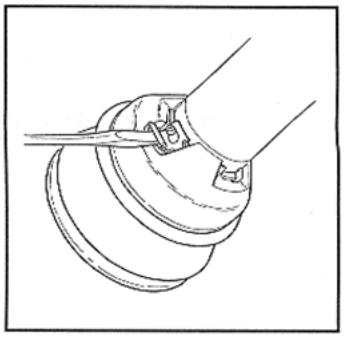

Figure 14-3: Remove Tab
1. Remove the EASY LOCK® tab with a screwdriver (Figure 14-3).